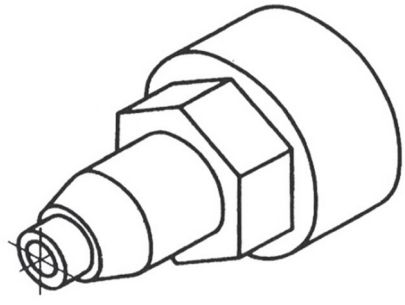

Рис. 2. *Изометрическая проекция детали*
6) Объединив все части, устанавливаем общую форму предмета *(рис. 2)*. Она представляет собой сочетание цилиндров, усеченного конуса и шестиугольной призмы, расположенных на одной оси. Вдоль оси детали проходит сквозное цилиндрическое отверстие.